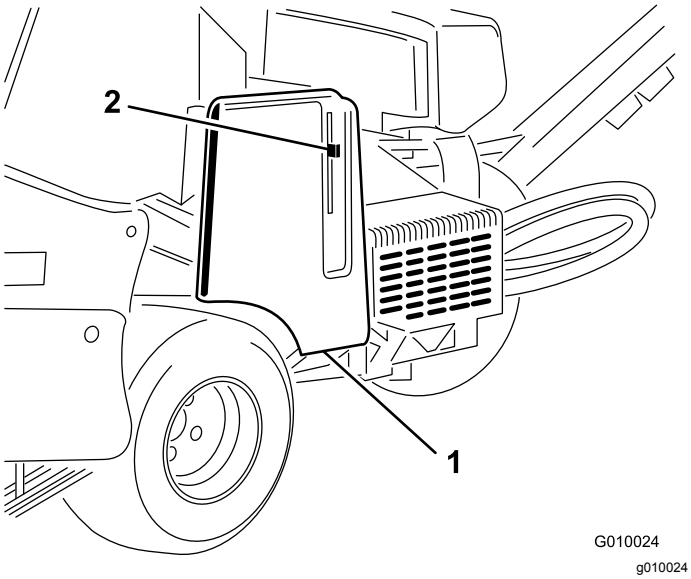
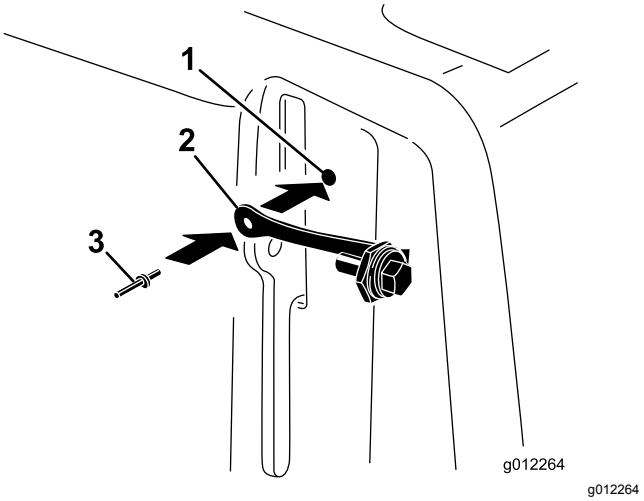

**Figur 8**
**Figur 9**
1. Lokalisera hålet i remkåpan bredvid låsspärren (Figur 8 och Figur 9).
2. Använd hålet i remkåpan och fäst snodden med en popnit (Figur 9).